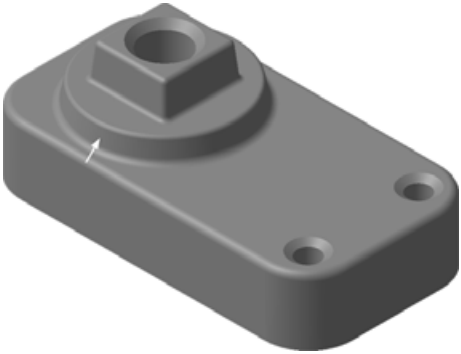

Рис. 4.34
- Закройте эскиз — система выполнит перестроение модели (рис. 4.34).